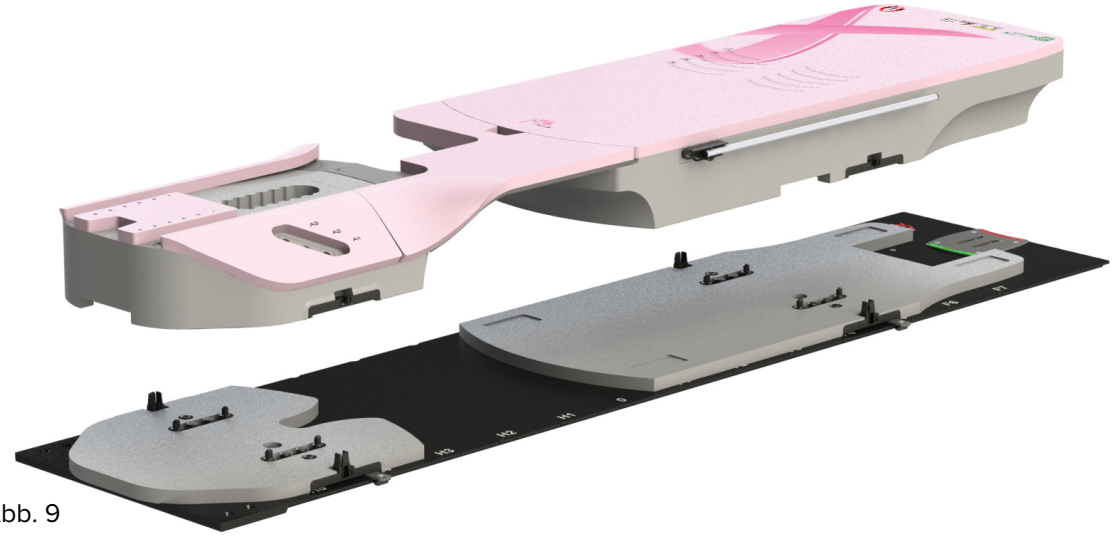

Abb. 9
3. Platzieren Sie Access Prone G2 oder Access Prone auf CT-Ausgleichscheiben (Abb. 9).